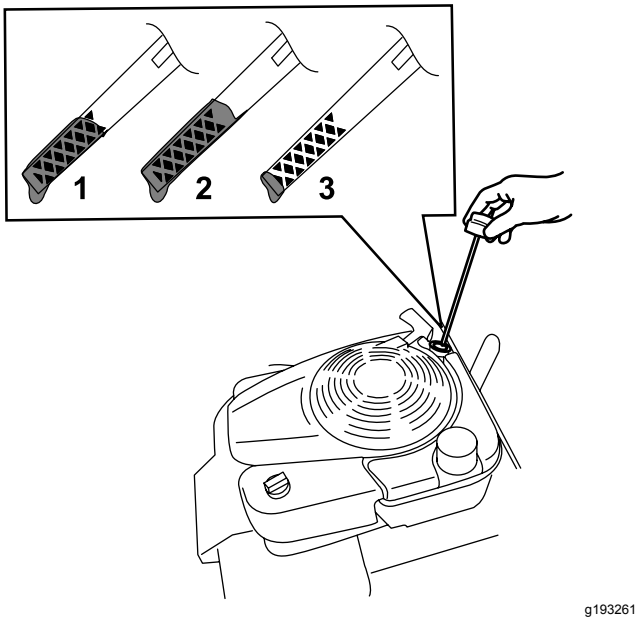

Figuur 6
2. Verwijder de peilstok door de dop linksom te draaien en eruit te trekken (Figuur 6).
7. Lees het oliepeil af van de peilstok (Figuur 6).